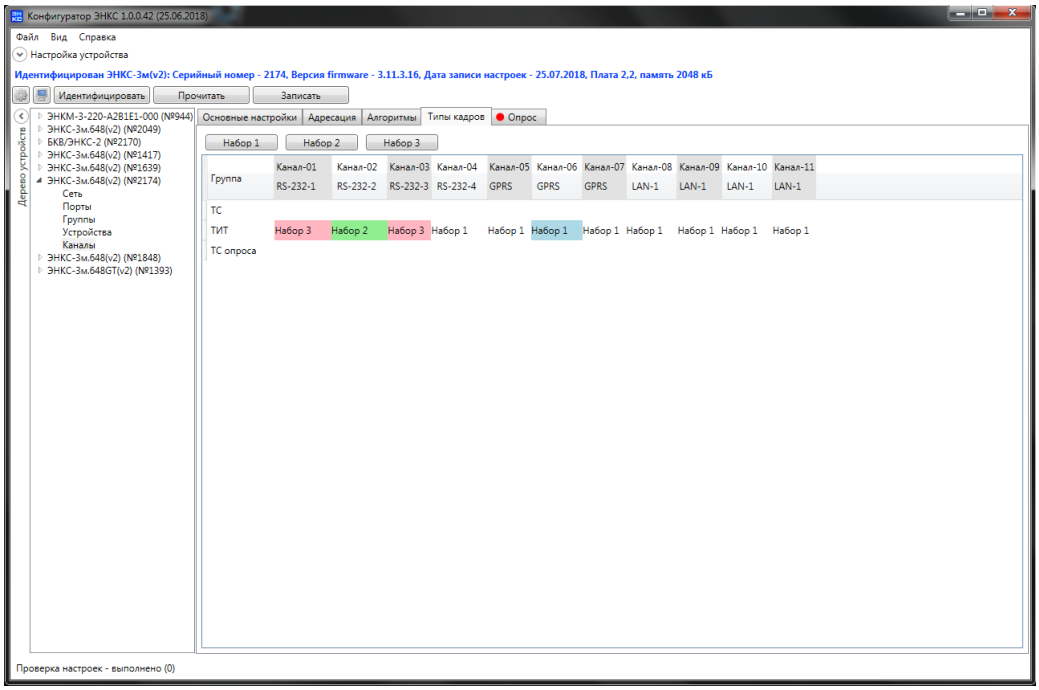

Рисунок 4.11. Выбор наборов типов кадра для каналов.
4.2.2 Во вкладке «Типы кадров» необходимо указать набор типов кадров, который будет передаваться по каждому каналу (рис. 4.11). Настройка наборов типов кадров и наборов алгоритмов производится для каждой группы во вкладке группы в древе конфигурации слева от окна настройки.